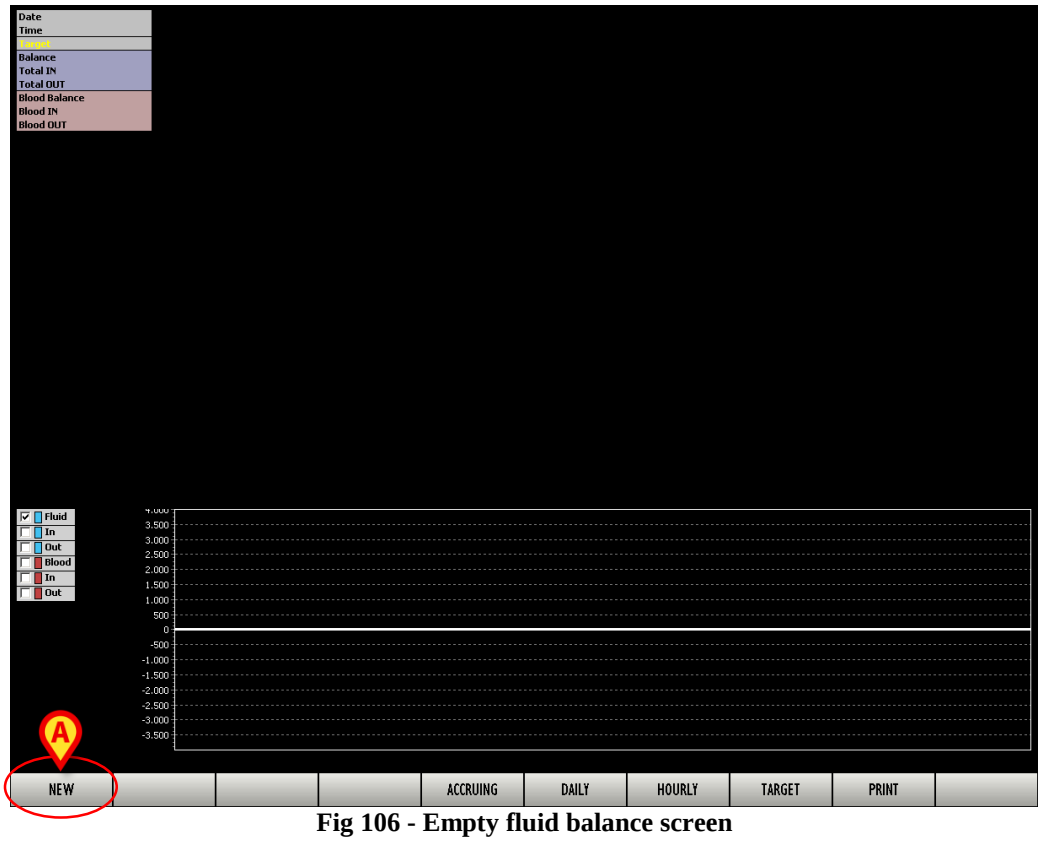

Fig 106 - Empty fluid balance screen
This paragraph describes the procedure making it possible to specify a fluid balance value. In the example shown in Fig 106 there are no values for the selected patient.
- click the **New** button on the command bar (Fig 106 **A**).